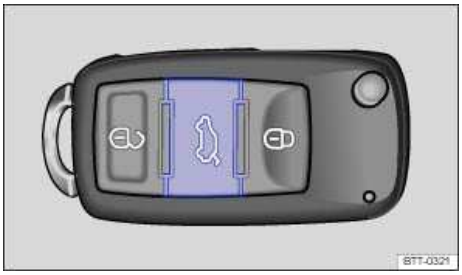

Fig. 29 In the remote control vehicle key: Button to unlock the luggage compartment lid.
- Briefly press the button on the remote control vehicle key ⇒ fig. 29 to *unlock* the luggage compartment lid.